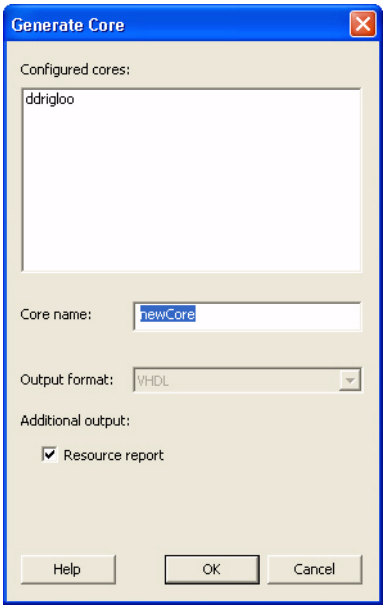

Figure 8-5 • **Generate Core Window**
5. Once the desired configuration is selected, click the **Generate** button. The Generate Core window opens (Figure 8-5).